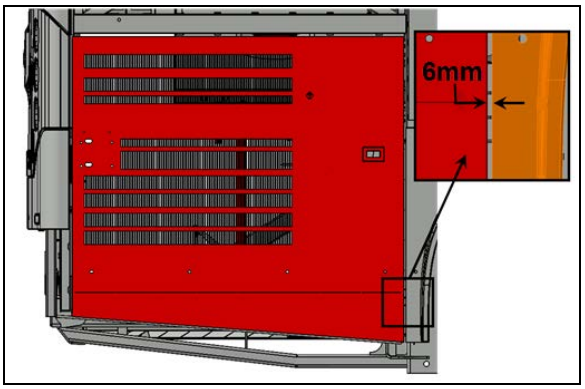

FIGURE 55
7. Check the gap between the door and the adjacent panel at the level of the lower attachment point of the arm on the door. The gap should be ¼" (6 mm) (FIGURE 55).